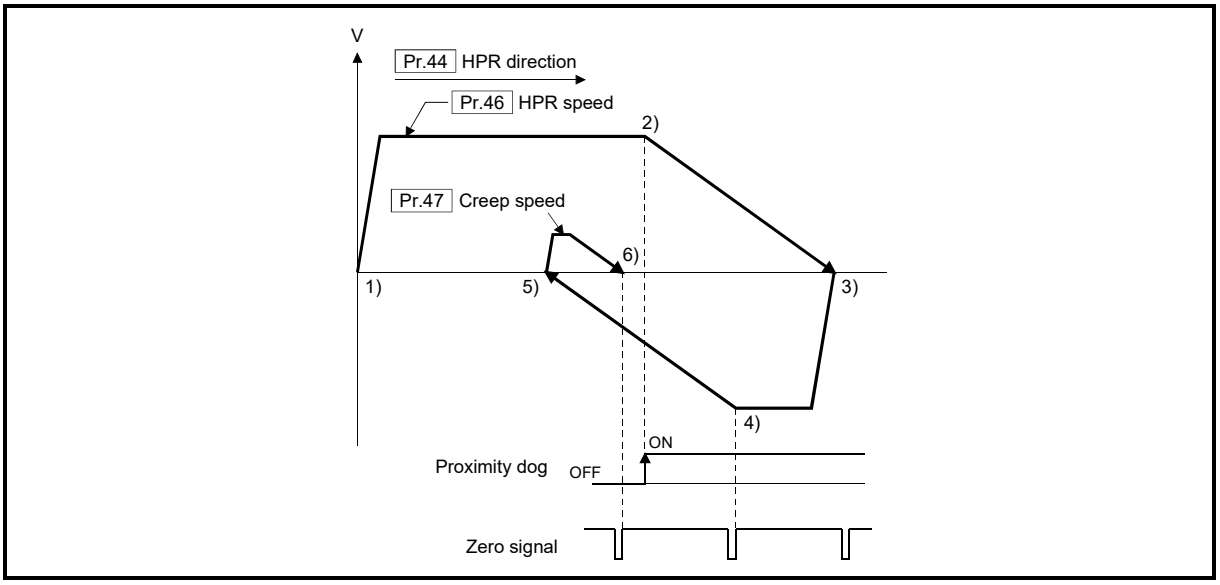

Fig. 8.13 Operation when the zero signal is detected again during deceleration with detection of zero signal
(6) When the zero signal is detected again during deceleration (4) of Fig. 8.13) with detection of zero signal, the operation stops at the zero signal detected lastly to complete the HPR.